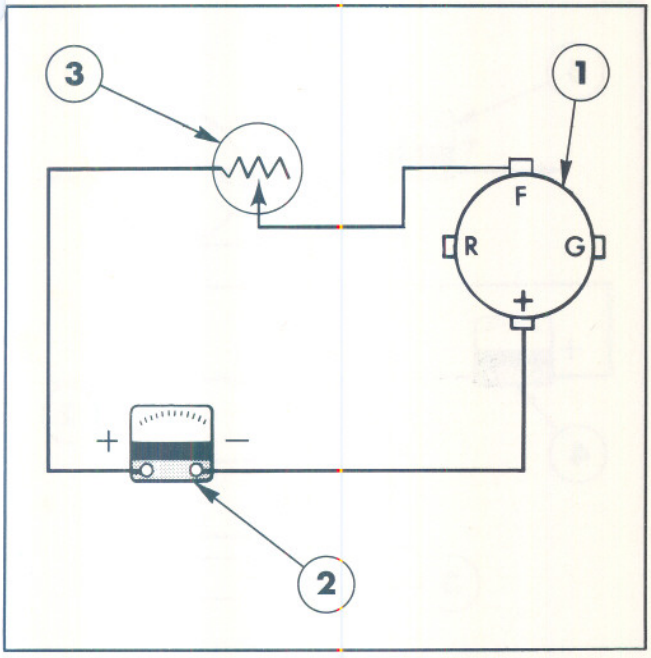

Figure 18
2. With the engine stopped and the key starter switch OFF, disconnect the field lead from the alternator brush connecting terminal. Switch test ammeter to the low current scale (0 to 10 amperes). Set control knob of field rheostat in maximum resistance position. The field rheostat will prevent damage to the test ammeter if the rotor winding is shorted or grounded. Place the field rheostat and the test ammeter in a series circuit between the alternator positive output (test point A) and field terminals as shown in Figure 18.